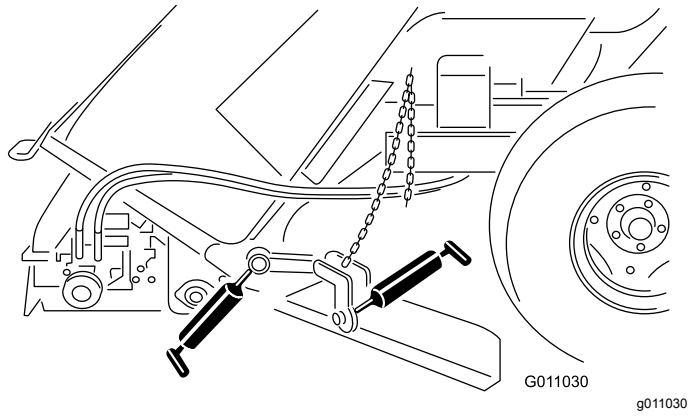

Figur 38
- Feste til gressoppsugingsblad (Figur 38)
- Nav til gressoppsugingsblad (Figur 38)